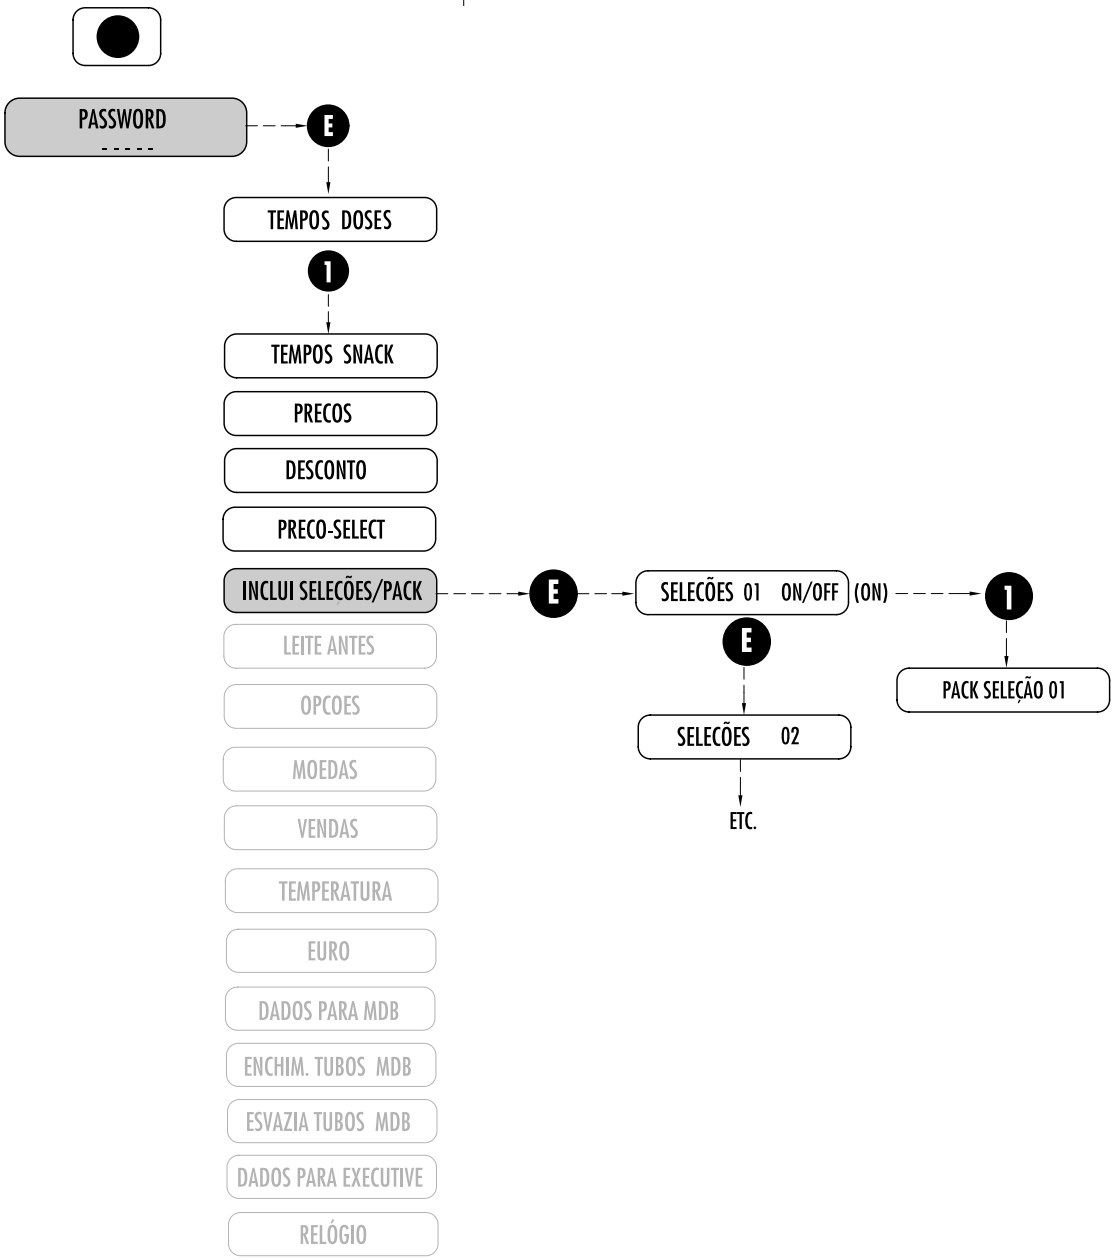

Fig. 7.9
7.2.6 INCLUE SELEÇÕES/PACK (FIG.7.9)